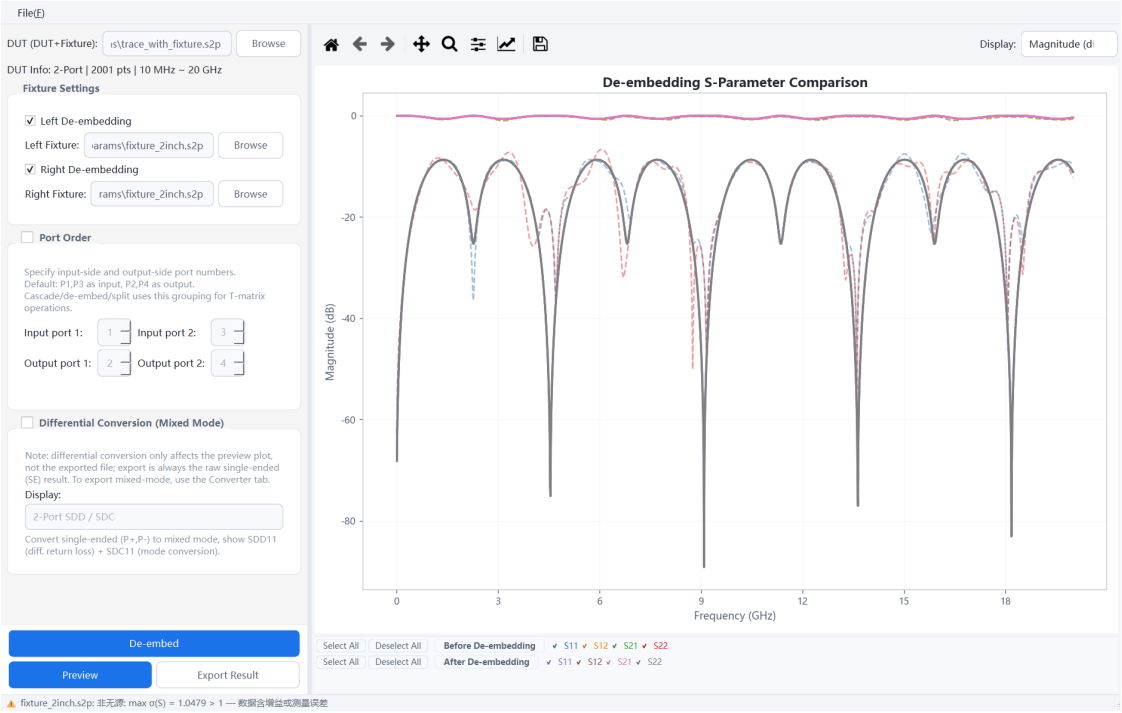

Fig. 7-4 De-embed: both fixtures removed
Step 1 Menu **S-Parameter Analysis** → **De-embed**: DUT = **trace_with_fixture.s2p**; enable the left and right fixtures and set both to **fixture_2inch.s2p**; de-embed (Fig. 7-4). The result is the clean demo_trace itself.